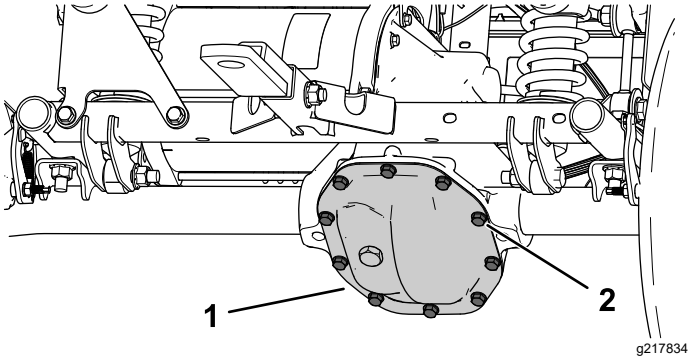

Figur 49
1. Placera ett avtappningskärl under växellådsskyddet (Figur 49).
2. Ta bort skruvarna från växellådsskyddet och töm ut vätskan helt (Figur 49).